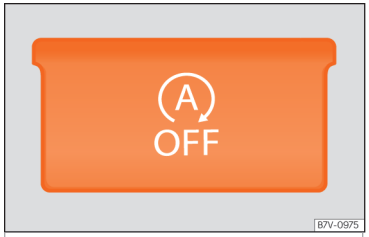

Fig. 244 Detail of centre console: Start-stop operation button.
- Press the Ⓐ OFF button on the centre console ››› Fig. 244.